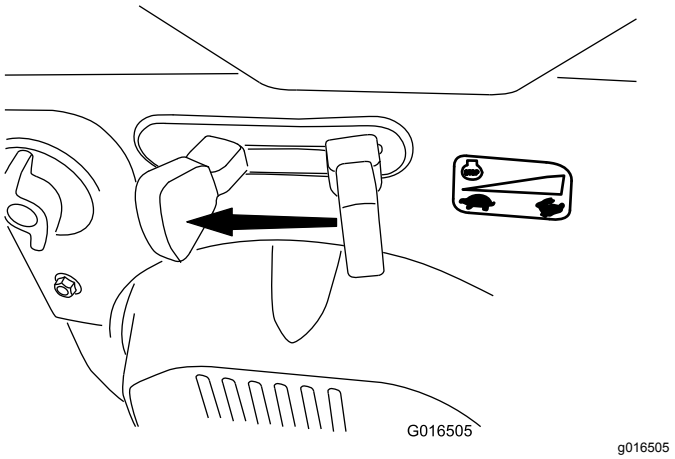

Figur 25
1. Flyt gashåndtaget til positionen SLOW (langsom) og derefter til positionen STOP (Figur 25). Du kan også slukke motoren ved at trække tændingsnøglen udad til midterpositionen.